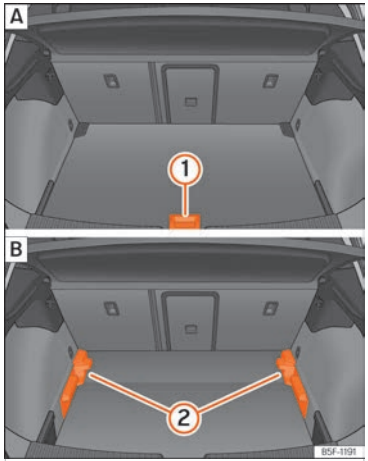

Fig. 183 Terra variable del maleter: [A] posició alta; [B] posició baixa.
- Per passar de la posició baixa a l'alta, aixequeu la base per l'agafador ››› fig. 183 (1), estireu-lo cap enrere fins que la part davantera de la base sobrepassi totalment els suports (2).
- Feu desplaçar el terra cap endavant sobre els suports fins que topi amb el respatller dels seients posteriors i, a continuació, abaixeu la base amb l'agafador (1).
- Per passar de la posició alta a la baixa, aixequeu la base per l'agafador ››› fig. 183 (1), estireu-lo cap enrere fins que la part davantera de la base sobrepassi totalment els suports (2).
- Deixeu caure la part anterior contra la base i empenyeu la base cap endavant fins que topi amb el respatller dels seients posteriors i abaixeu al mateix temps la base amb l'agafador (1).
- Amb el terra variable en posició alta, aixequeu-lo per l'agafador ››› fig. 183 ①, estireu-lo i empenyeu-lo cap al respatller dels seients posteriors fins que es plegui per la línia de frontissa i la part mòbil del terra hi descansi a sobre.